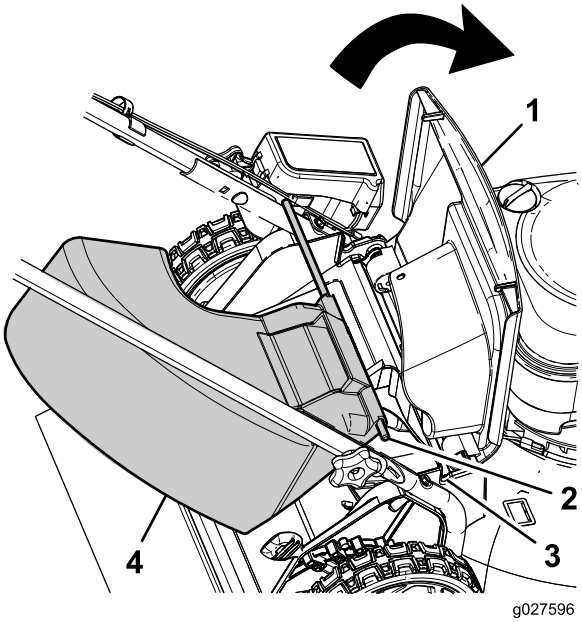

Figuur 20
1. Breng de afvoergeleider aan de achterzijde omhoog (Figuur 20).
2. Plaats de stanguiteinden van het zijuitwerpkanaal in de inkepingen in de beugels van de handgreep (Figuur 20).